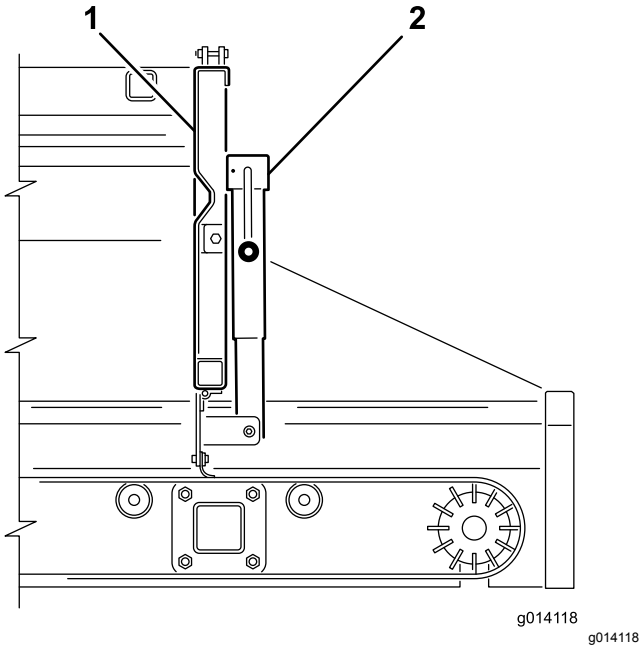
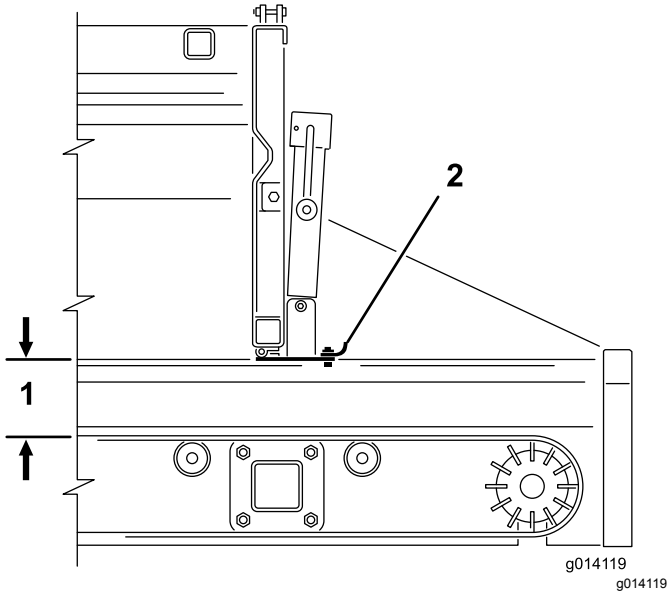

Figuur 39
Figuur 40
2. Gebruik de krikhandgreep om het verstelbare gedeelte van de achterklep te openen of te sluiten (Figuur 39 en Figuur 40). Hiermee kunt u bij het gebruik van een optie de materiaalstroom beperken.